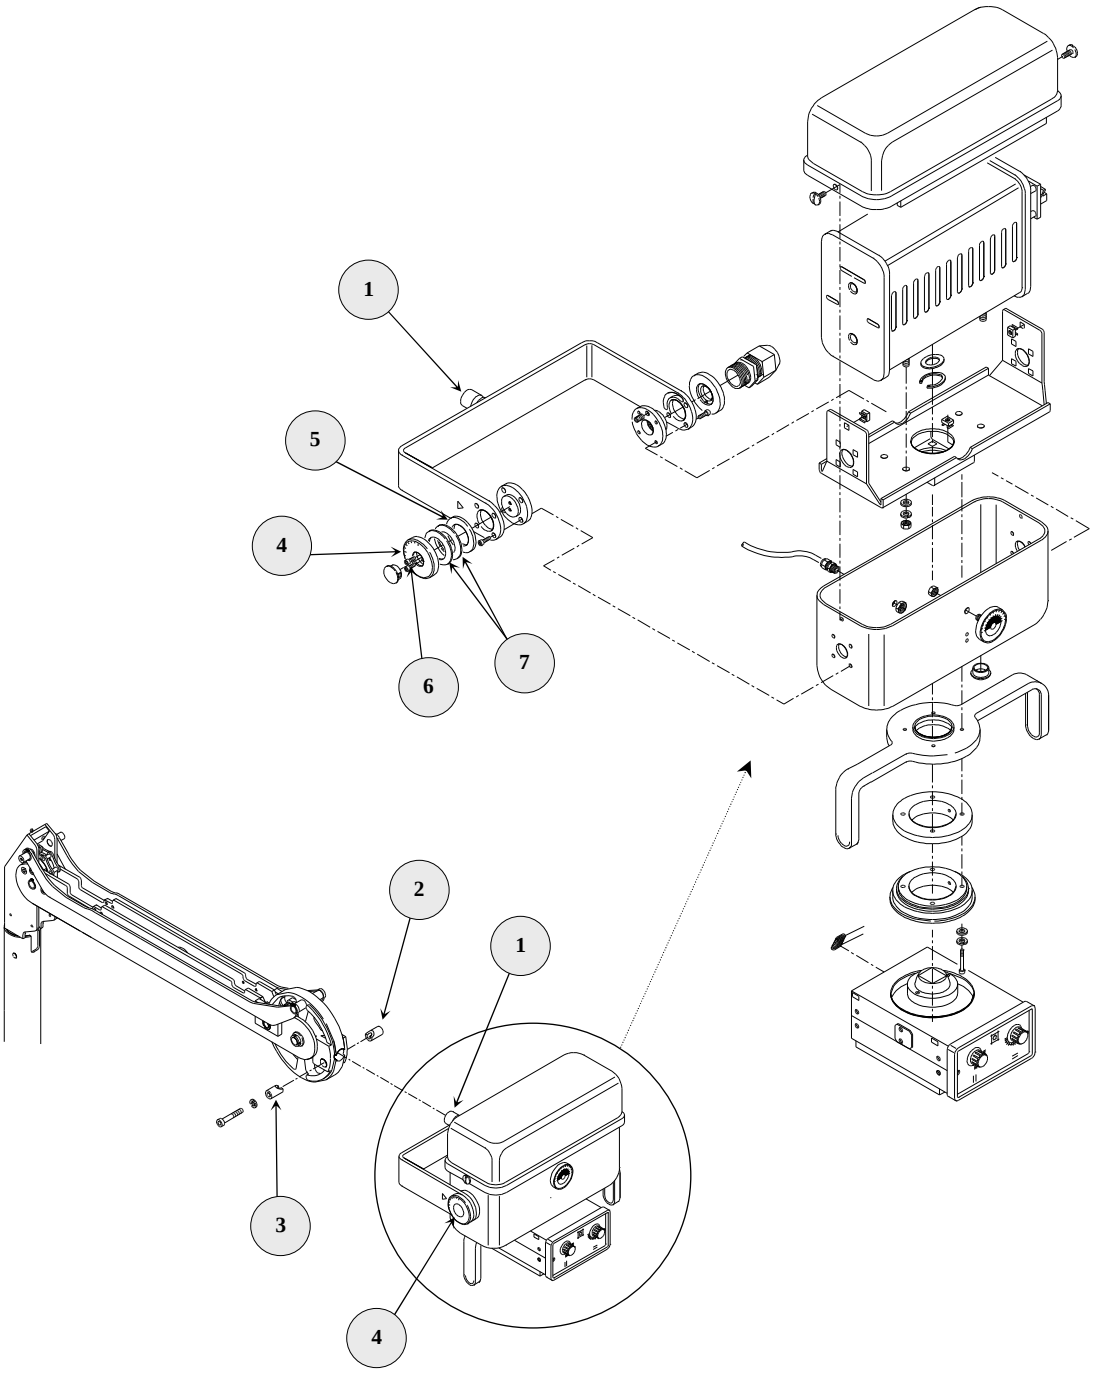

FIGURE 9 - X-RAY TUBE HEAD
2.3.5 X-RAY TUBE HEAD-COLLIMATOR ASSEMBLY ROTATION (SEE FIGURE 9)